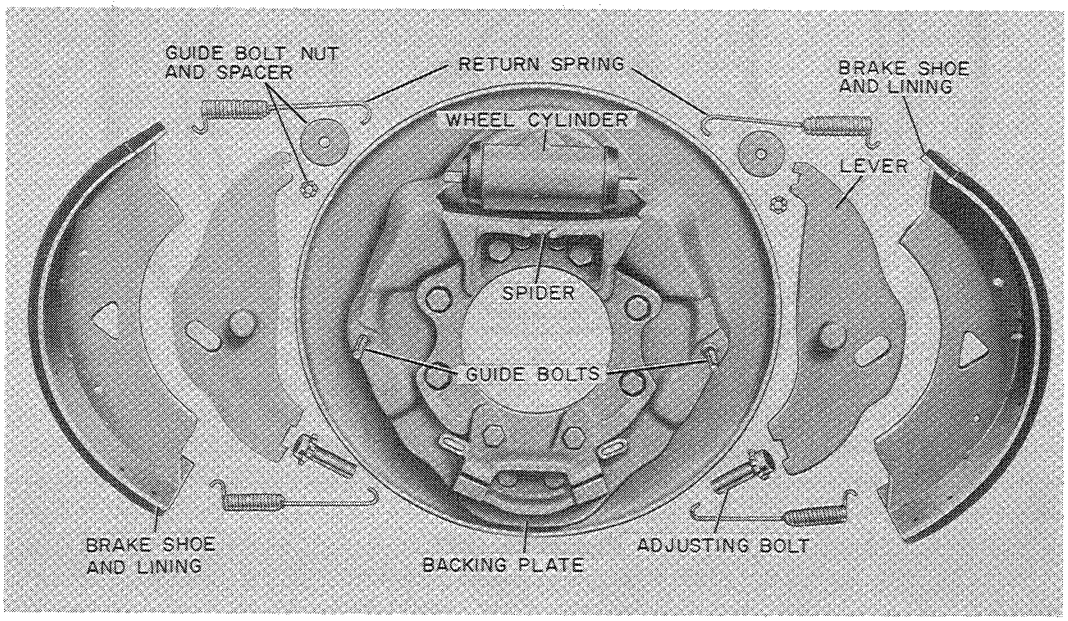

Figure W-28
1. Remove the cotter keys from shoe guide bolts. Refer to Figure W-28.